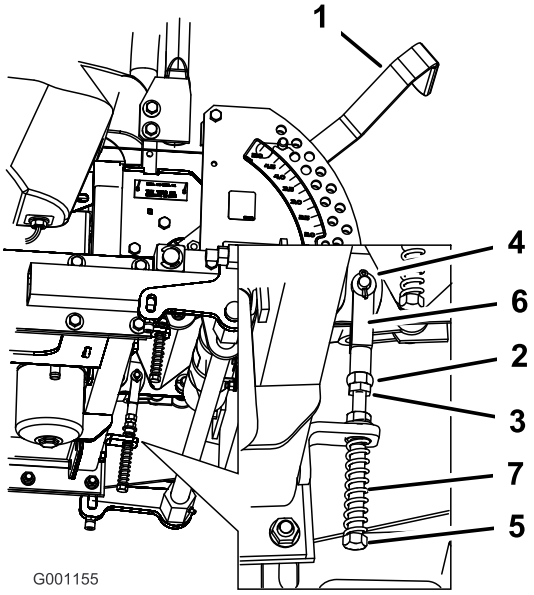

**Figur 77**
8. Lossa muttern och kontramuttern mot oket om justering krävs (Figur 77).
9. Dra rörelsereglaget något bakåt och vrid huvudet på justerskruven i rätt riktning tills rörelsereglagespaken är centrerad i det neutrala låsläget (Figur 77).
10. Dra åt muttern och kontramuttern (Figur 77).